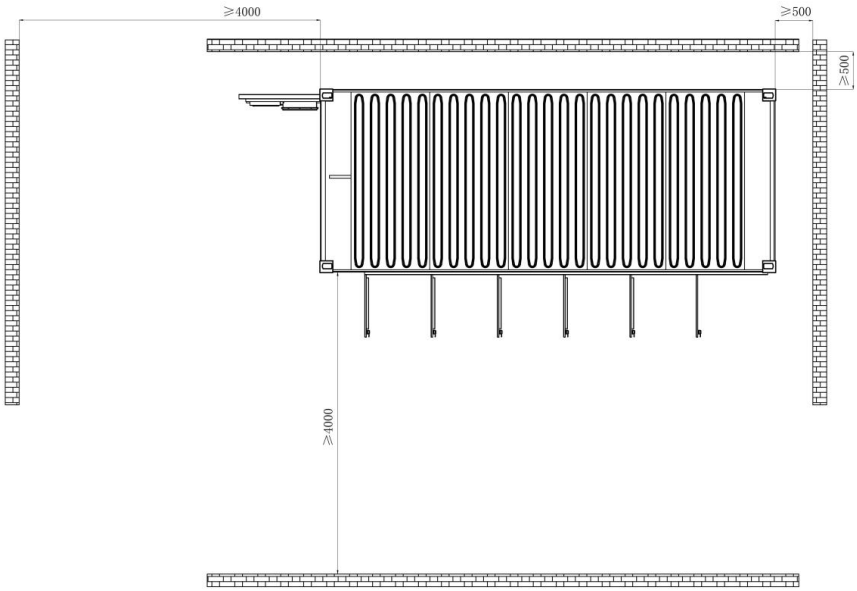

Figure 5-7 Schematic diagram of distance requirements between battery container and wall (solid)
- When a protective wall (solid) is installed around the battery container, the distance between the heat dissipation surface and the outer wall should not be less than 4m, the distance between the non-heat dissipation surface on the short side and the wall should not be less than 0.5m, the distance between the side with a door on the long side and the outer wall should not be less than 4m, and the distance between the side without a door on the long side and the outer wall should not be less than 0.5m, as shown in FIGURE 5-7.